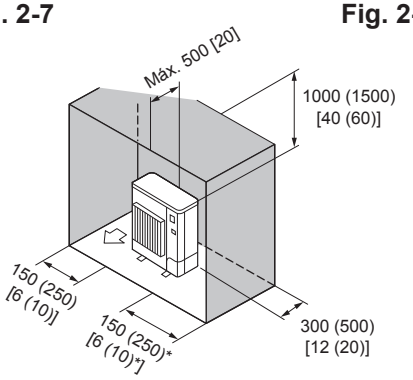

Fig. 2-11
⑥ Obstáculos sólo en la parte trasera, los laterales y superior (Fig. 2-11)